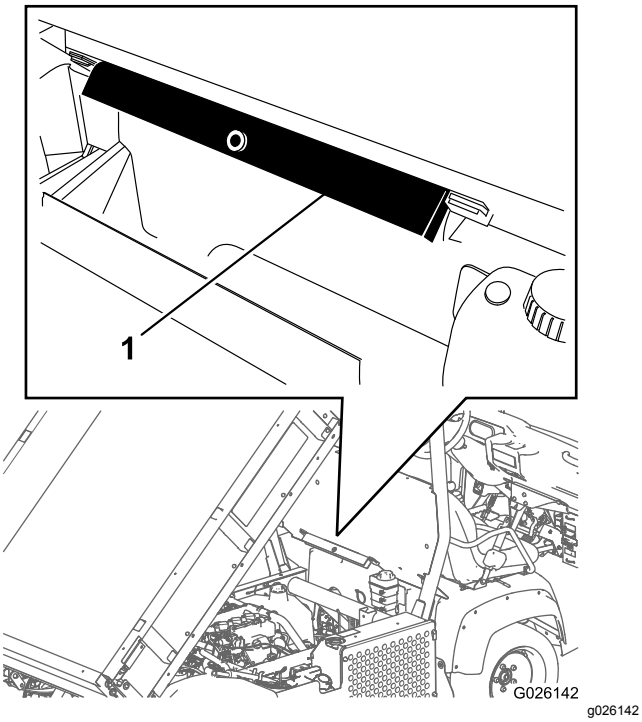

**Figur 28**
2. Fjern støtten til planet fra lagringsbrakettene på baksiden av veltebøylepanelet (Figur 28).